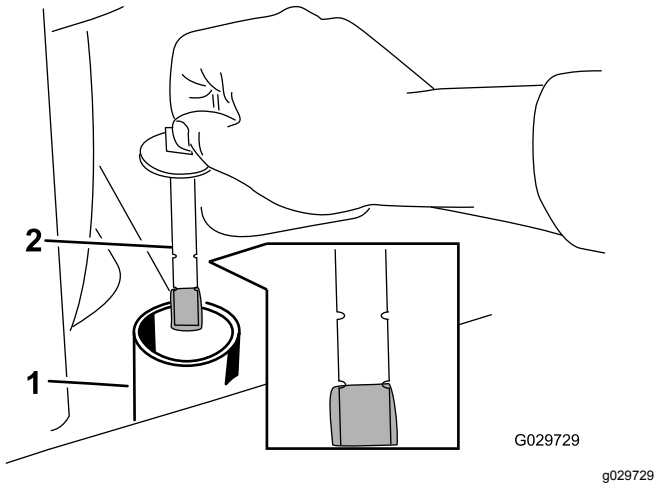

Figuur 62
6. Verwijder de dop van de hydraulische tank en de peilstok (Figuur 62).